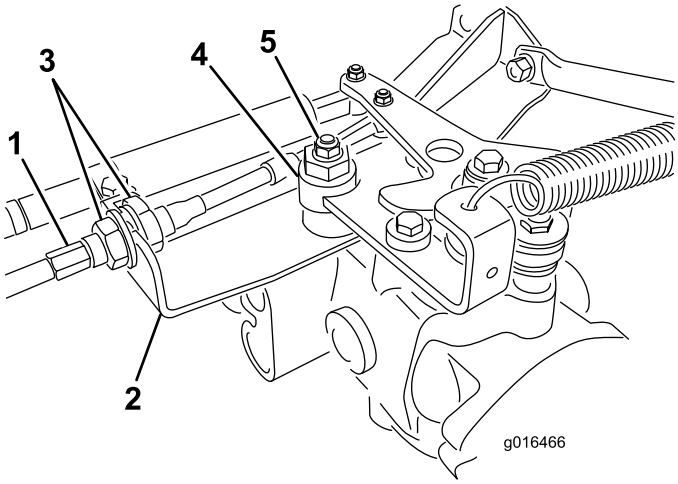

Figur 42
A. Lossa båda kontramuttrarna som säkrar drivkabeln till motorväggen på hydrostaten (Figur 42). Se till att lossa kontramuttrarna lika mycket och tillräckligt för att kunna göra en justering.
B. Lossa muttern som fäster excenterbulten på hydrostatens ovandel (Figur 42).
D. Vrid excenterbulten tills maskinen inte kryper i någon riktning. När hjulet slutar rotera drar du åt muttern som låser excenterbulten och justeringen (Figur 42). Kontrollera justeringen med gasreglaget i det långsamma och snabba läget.
E. Dra åt låsmuttrarna **jämnt** på båda sidor om motorväggen och säkra drivkabeln på motorväggen (Figur 42). Vrid inte kabeln.